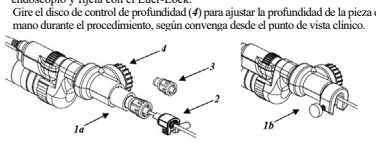

Figura 1
1. Si utiliza una pieza de mano con canal de trabajo (***figura 1***), se ha añadido un mecanismo de control de profundidad con lúer (***1a***) o un accesorio MINOP único (***1b***) para su integración con los endoscopios.